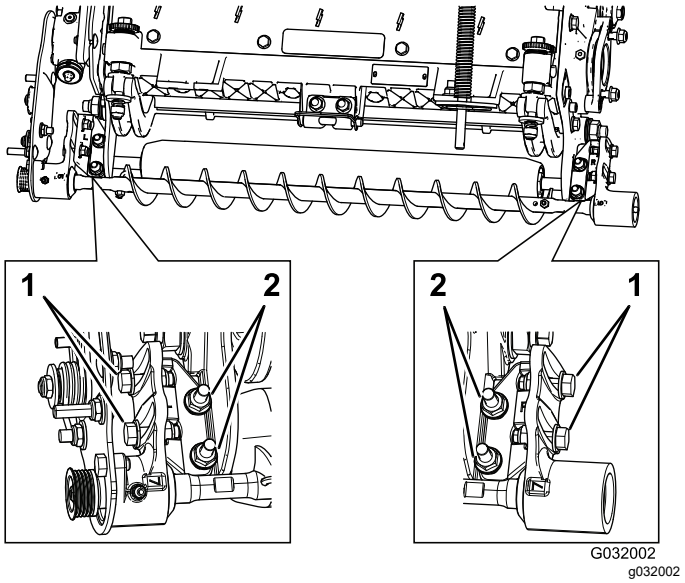

Figur 13
A. Løsne de to låsemutterne med flens som fester valsebørstemonteringsbraketten til klippeenhetens sideplate (Figur 13).
B. Roter valsebørstelagerhuset helt til børsteplaten er parallell med klippeenhetens sideplate (Figur 13).
C. Stram de to låsemutterne med flens som fester valsebørstemonteringsbraketten til klippeenhetens sideplate (Figur 13).
1. Løsne de to boltene som fester hvert valsebørstelagerhus til valsebørstemonteringsbraketten (Figur 13).